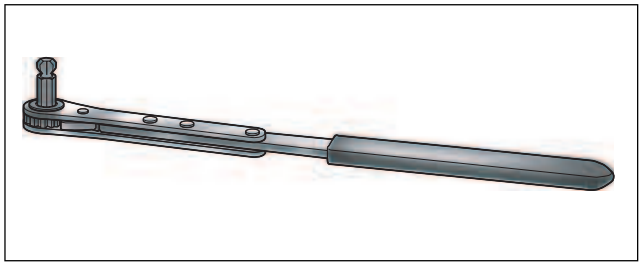

Figure 3-13. Intake Manifold Wrench (Part No. HD-47250)
a. Remove right side allen head socket screws from front and rear cylinder head flange adapters. For best results, use the INTAKE MANIFOLD WRENCH (HD-47250), or a long 1/4 inch ball allen head socket with end driver 4 inches long. See Figure 3-13.